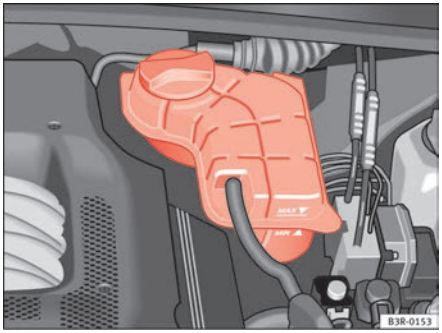

Fig. 175 Engine compartment: Liquid coolant deposit
– Check the coolant level on liquid coolant expansion tank ⇒ fig. 175. When the engine is cold, it should be between the “min” and “max” marks. When the engine is hot, it may be slightly above the “max” mark.
– Cover the cap on the expansion tank ⇒ page 226, fig. 175 with a cloth, and **carefully** unscrew the cap anti-clockwise ⇒ ⚠.